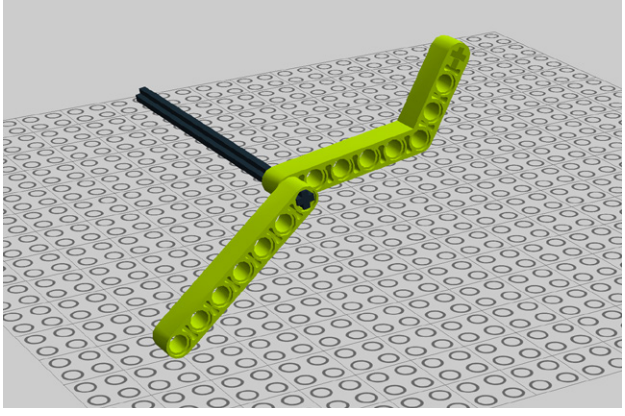

Figure 7-8. *Step 1: Lining up the beams*
1. Begin with a 12M cross axle and slide a 7M beam and a 4x6 angle beam (Figure 7-8).